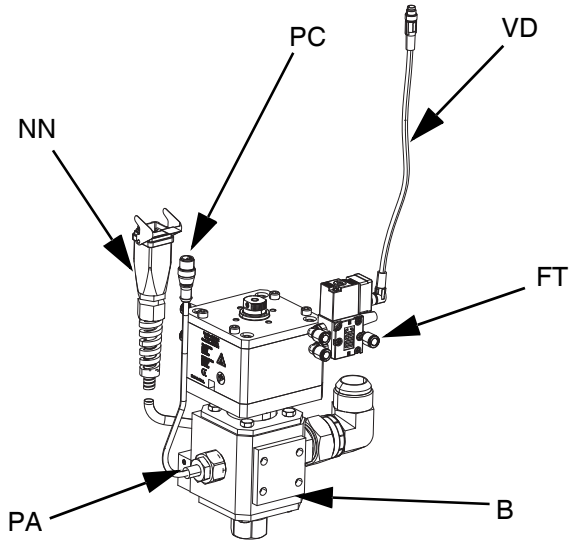

FIG. 24
9. Conecte la línea de aire (AR) (no suministrada) al accesorio de conexión de aire (FT) del solenoide de la válvula dispensadora. Consulte el manual de Instrucciones-Piezas de la válvula dispensadora axial. Consulte la FIG. 24.
a. Conecte el cable de la válvula solenoide (VC) al extremo de 4 clavijas M8 del cable del divisor conectado al puerto 4 del controlador eléctrico (AB). Consulte el apartado **Conexiones de comunicaciones del controlador eléctrico** de elevadores individuales en la página 16. Consulte la FIG. 24.
b. Conecte el extremo de 90 grados del cable de 4 clavijas M8 incluido (VD) a la válvula dosificadora, y el extremo recto del cable de válvula solenoide a (VC). Consulte la FIG. 24.
a. Conecte el cable del solenoide de la válvula dosificadora al conector de solenoide de la válvula dosificadora en tándem (YY) del bloque en tándem (R).
b. Conecte el extremo de 90 grados del cable de 4 clavijas M8 incluido (15N040) a la válvula dosificadora, y el extremo recto del cable de válvula solenoide a (VC). Consulte la FIG. 24.
c. Conecte un extremo macho del divisor de 4 clavijas M8 (TT) en el bloque en tándem (R) al extremo de 4 clavijas M8 del cable del divisor conectado al Puerto 4 del controlador eléctrico (AB) para el elevador 1 y el elevador 2. Consulte el apartado **Conexiones de comunicaciones del controlador eléctrico** del **Elevadores en tándem** de la página 17.